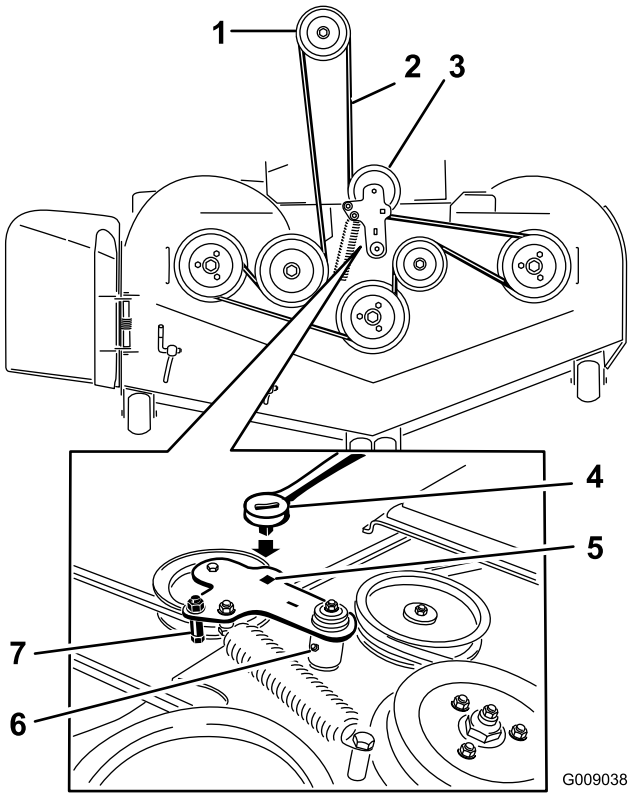

Figur 98
6. Løft opp gulvpanelet og sett en skralle i det firkantede hullet i klippeenhetens lederull (Figur 98).
7. Vri klippeenhetens lederull med urviseren og fjern klipperremmen (Figur 98).